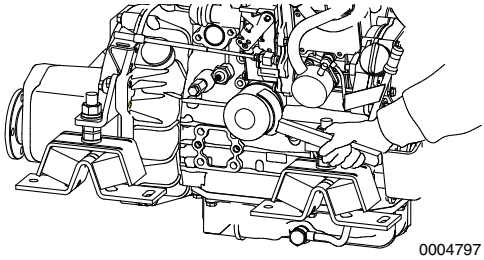

Figur 2
2. Drej motoroliefilteret **Figur 2** mod uret med en skruenøgle.